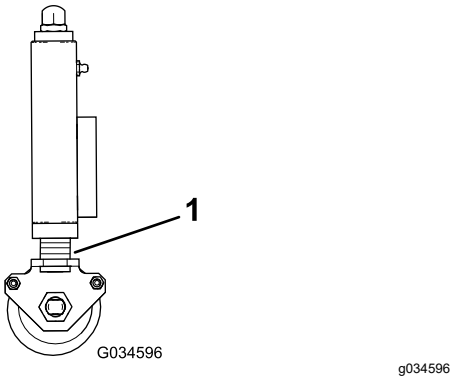

Figuur 27
2. Stel alle maai-eenheden in op dezelfde maaihoogte; kijk naar de controleringen (Figuur 27).